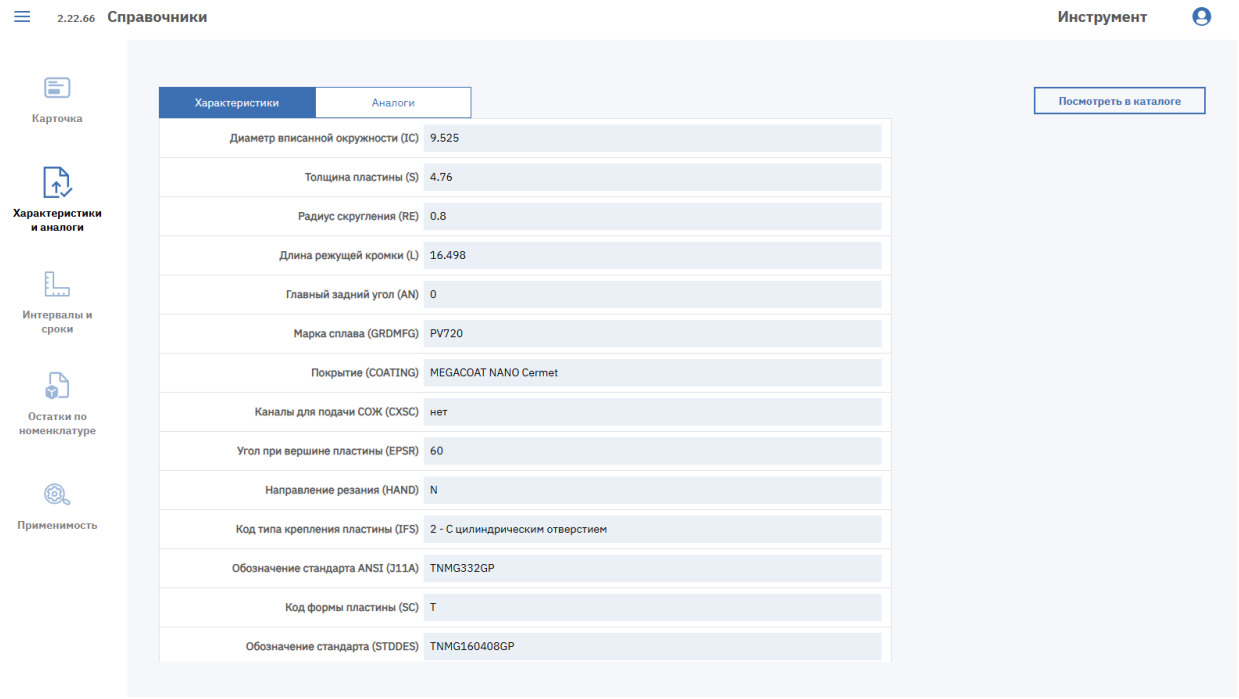

Рисунок 60. Вкладка «Характеристики и аналоги» карточки номенклатуры
– «Характеристики и аналоги» – переключатели «Характеристики» (параметры номенклатуры из каталога инструмента с обозначениями ISO, например «Диаметр вписанной окружности (IC)», «Радиус скругления (RE)») и «Аналоги» (см. Рисунок 60). Если номенклатура не сопоставлена с каталогом, отображается «Не сопоставлена с Каталогом» и кнопка «Добавить в каталог»; для сопоставленной номенклатуры доступна кнопка «Посмотреть в каталоге», открывающая ее в приложении «Спектр-Каталог»;